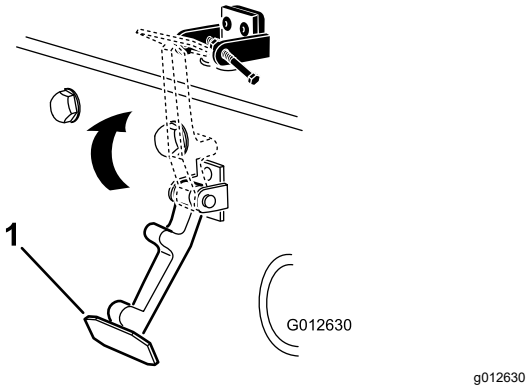

Figuur 17
6. Haak de sluiting op de vergrendelbeugel van de motorkap (Figuur 17).